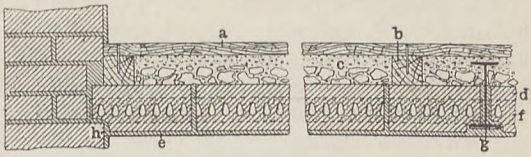

Fig. 109.
12. Kleinesche Decke. Diese Decke hat sich in der Praxis ganz besonders bewährt. Eine Unterschalung ist während der Ausführung notwendig. Die Ausmauerung zwischen den I-Trägern ist horizontal; die Fugen werden mit Zement- oder Traßmörtel ausgegossen. Hochkantig gestellte Flacheisen in den durchlaufenden Mörtelfugen von Träger zu Träger erhöhen die Tragfähigkeit, Fig. 109. a ist der Fußboden, b ein Lagerholz, c die Ausfüllung, d die Decke aus Lochsteinen oder aus Schwemmsteinen, e der Deckenputz, f die Flacheisen, g die I-Träger, h das Auflager.